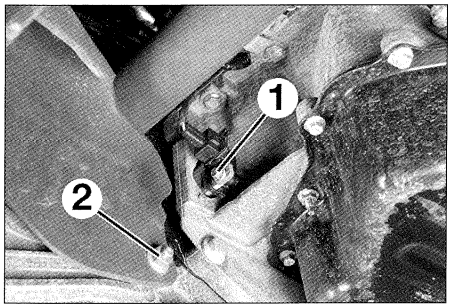

FIG. 6
• Desconectar el captador de posición de cigüeñal (1) **(fig. 6).**
• Desmontar el refuerzo (2).